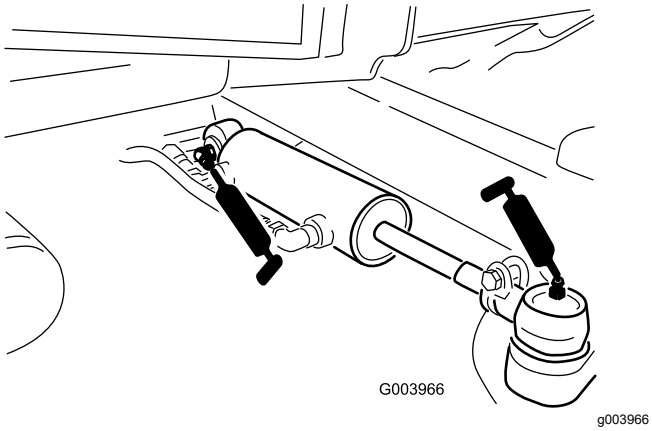

Rysunek 82
- Przeguby kulowe siłownika układu kierowniczego (2) (Rysunek 82)